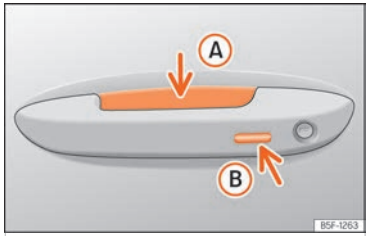

Fig. 73 Maneta de la porta: superfícies sensores.
››› fig. 73
- Toqueu la superfície sensora ››› fig. 73 Ⓑ situada al costat exterior de la maneta de la porta. Tots els intermitents parpellegen una vegada.
- Abans que transcorrin 5 segons, toqueu una vegada el sensor del costat exterior de la maneta de la porta ››› fig. 73 Ⓑ. En fer-ho, no agafeu la maneta. El sistema Keyless Access queda desactivat temporalment.